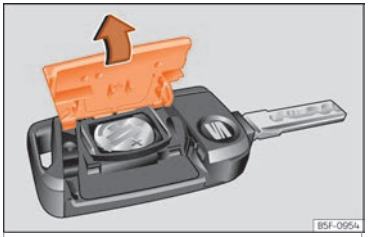

Fig. 83 Vehicle key: opening the battery compartment cover.
- Remove the cover from the back of the vehicle key ››› Fig. 83 in the direction of the arrow ››› ❗.
- Fit the cover as shown ››› Fig. 83, pressing it onto the vehicle key casing in the opposite direction to that shown by the arrow until it clicks into place.